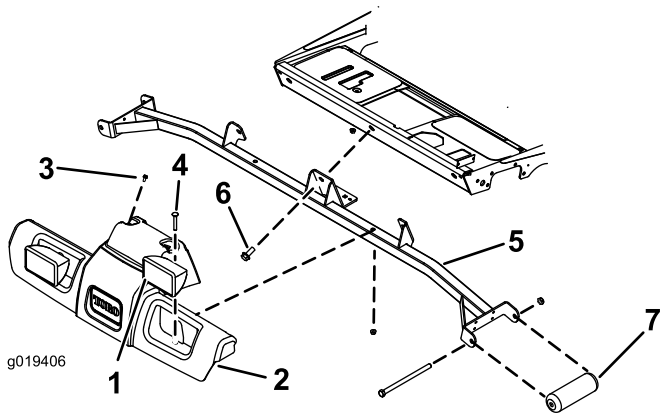

Figur 2
1. Koble frontlysledningskoblingene fra trekkenhetens ledningssats (Figur 2).
2. Fjern de (2) skruene som fester toppen av plattformen til trekkenheten (Figur 2). Ta vare på skruene.
3. Fjern de (2) låseskruene og mutrene som fester frontlysene og plattformdekselet til støtteenheten (Figur 2). Ta vare på boltene og mutrene.
4. Fjern plattformdekselet fra støtteenheten (Figur 2).
5. Ta ut de (3) skruene som fester støtteenheten til trekkenhetrammen (Figur 2). Ta vare på skruene for montering på nytt.
6. Fjern skruene og mutrene som fester de fremre valsene til støtteenheten (Figur 2). Ta vare på skruene, mutrene og valsene, men kast støtteenheten.
8. Monter støtteenheten på trekkenhetsrammen med de (3) skruene som du fjernet tidligere (Figur 2).
9. Plasser plattformdekselet og frontlysenheten på støtteenheten og trekkenheten slik at monteringshullene er innrettet (Figur 2).
10. Monter plattformdekselet og frontlysene til støtteenhetene med skruene og mutrene som du tidligere fjernet (Figur 2).
11. Monter toppen av plattformdekselet til trekkeenheten med skruene du fjernet tidligere (Figur 2).